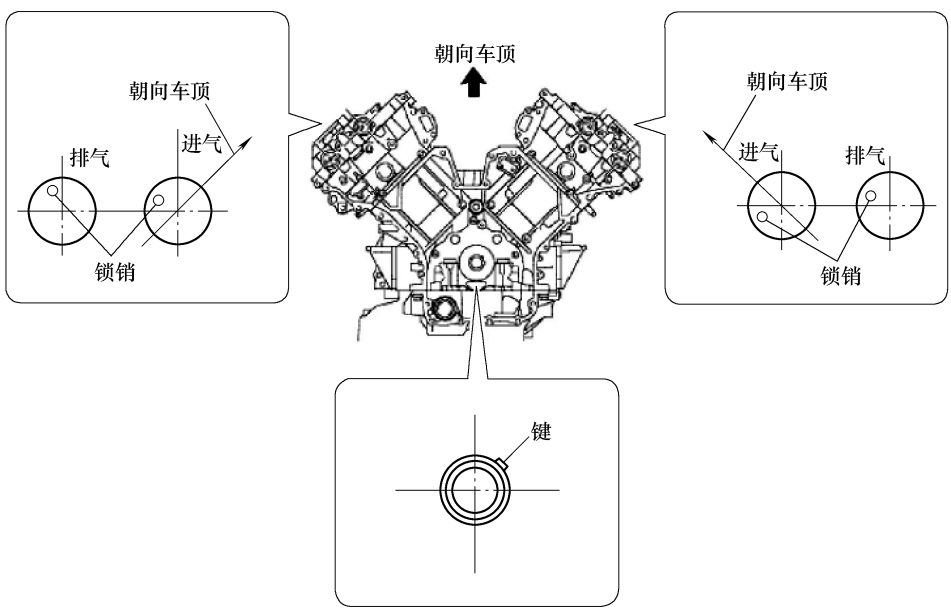

图 1-7　旋转曲轴调整正时齿轮键位置
① 暂时安装曲轴带轮螺栓。
② 旋转曲轴使正时齿轮键位于如图 1-7 所示位置。